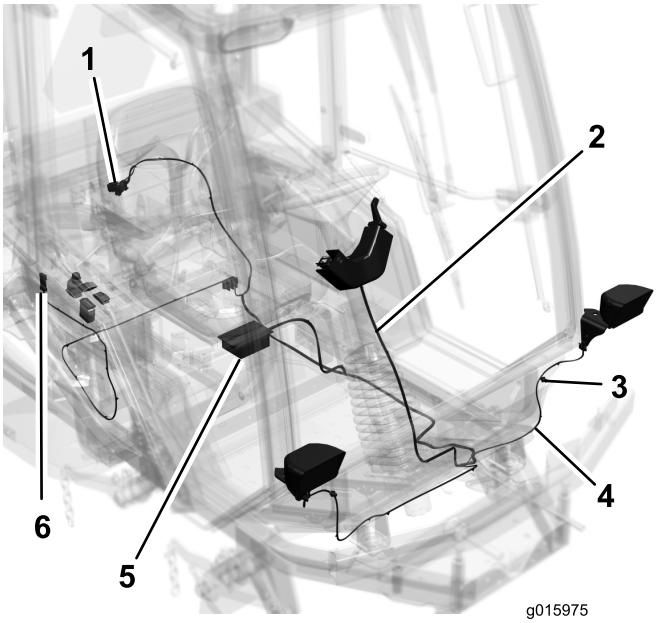

Figura 14
- Pase los conectores de los faros derecho e izquierdo por el borde delantero de la plataforma hasta los faros (Figura 14).
- Enchufe los conectores del arnés en los faros e inserte los clips del arnés en los taladros de los soportes de los faros (Figura 14).